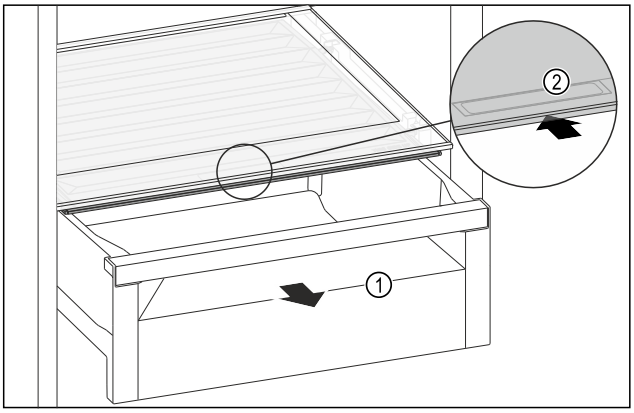

Fig. 207
▶ Zásuvku *Fig. 207 (1)* vytáhněte.
▶ Uchopte prohlubeň pro rukojeť *Fig. 207 (2)* na víku zásuvky a současně zasuňte víko zásuvky směrem dozadu.